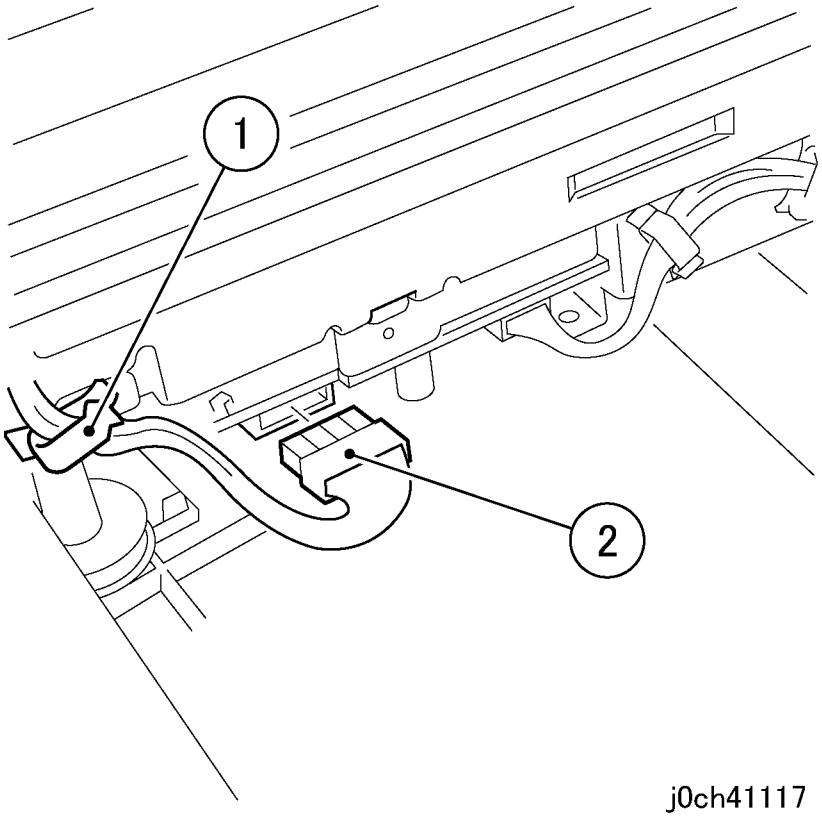

Рисунок 4 Отсоединение разъема (j0ch41117)
5. Отсоедините разъем (рисунок 4).